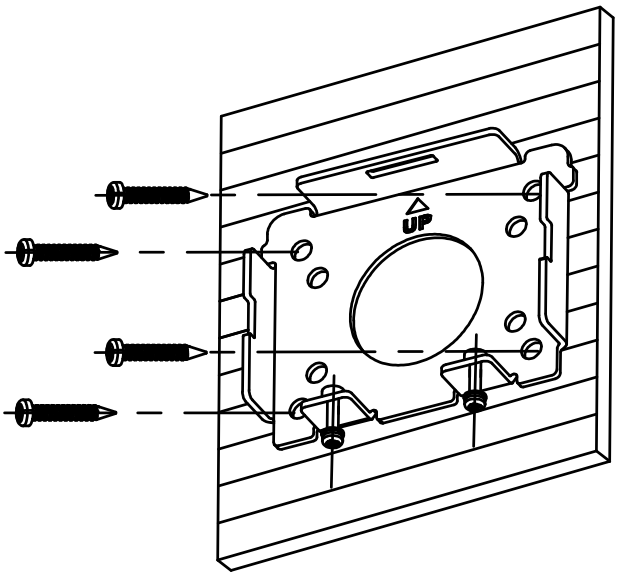

Figure 2-67 Fix the bracket
3. Fix the bracket to the target position with four screws (PA4×25) in the package (supplied), making sure the direction of the sign ”UP” is upward as shown in Figure 2-67.